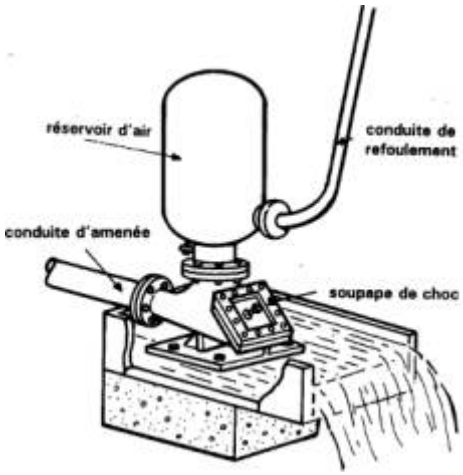

Figure 3 - Bélier hydraulique utilisé au Sud-Est de l'Asie (Source [3] « Econogie »)
- Figure 3 - Bélier hydraulique utilisé au Sud-Est de l’Asie (Source [3] « Econogie »)